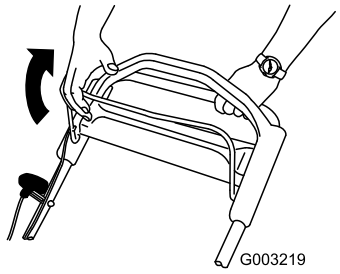

Figur 19
2. Hold bøjlen til knivens kraftudtag helt op mod håndtaget (Figur 19).